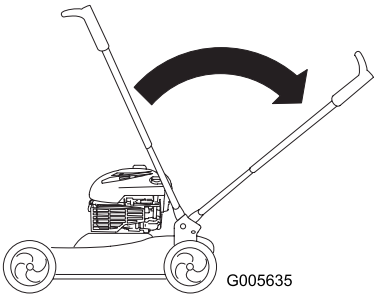

Figur 39
3. For at folde håndtaget ud skal du blot sætte det tilbage i betjeningspositionen (Figur 39).